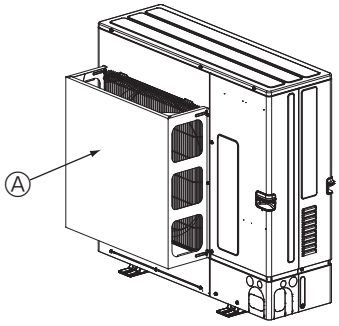

Fig. 2-5
② Installare una guida di protezione dell'aria opzionale se l'unità è installata in un luogo in cui forti venti provenienti da un tifone, ecc. possono entrare direttamente nell'uscita dell'aria. (Fig. 2-5)